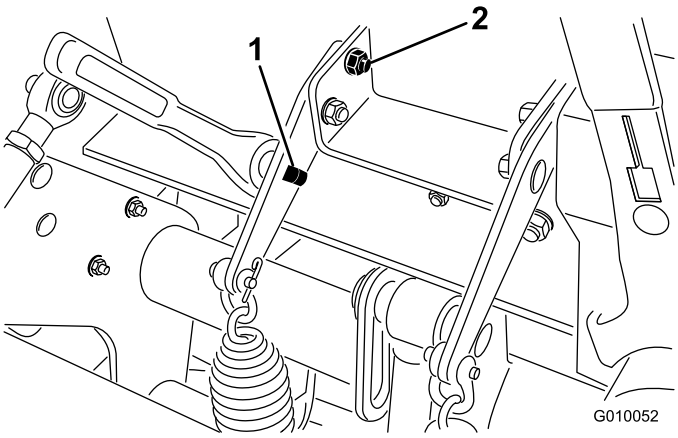

**Rysunek 37**
2. Włóż zapadkę lub poprzeczkę 1/2 cala w kwadratowy otwór w płytce sprężystej (Rysunek 37).